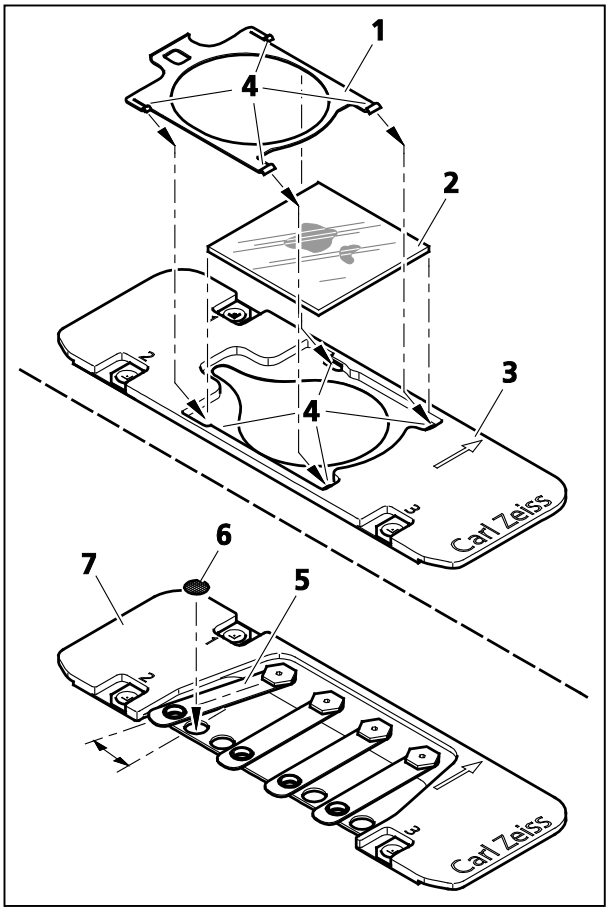

Fig. 176 Mounting of cover glasses or TEM grids
– Remove the clamping frame (Fig. 176/**1**) using tweezers.
– Insert the cover glass (Fig. 176/**2**) in the sample holder (Fig. 176/**3**).
– Slide in the clamping frame into the sample holder until the clamps are clicking into place (Fig. 176/**4**).
– Lift the spring (Fig. 176/**5**) of the appropriate position and turn it side wards.
– Insert the TEM grid (Fig. 176/**6**) into the provided holding spot of the holder (Fig. 176/**7**) and fix it with the spring.